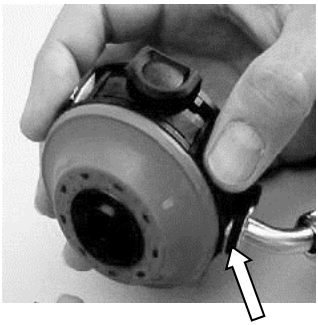

Fig. 31 Montage middendruk leiding
(3) Montage middendruk leiding
- Plaats de U-clip **vanaf de bovenzijde (membraan zijde)** (→ pijl in Fig. 31), de middendruk leiding is nu bevestigd.